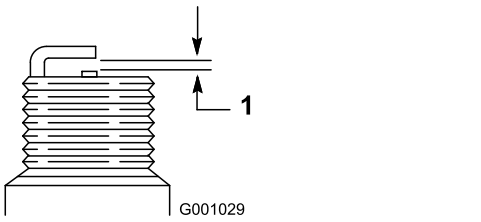

Figur 46
4. Still mellomrommet mellom elektrodene på en ny tennplugg til 0,76 mm, som vist i Figur 46.